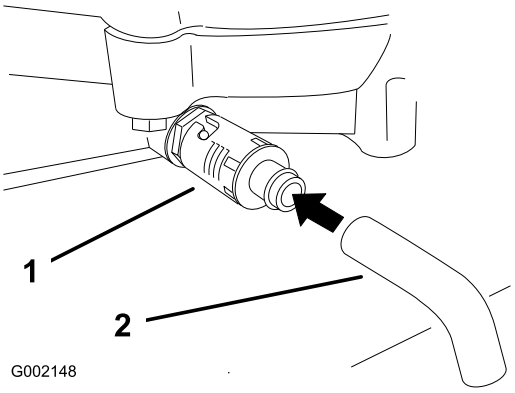

**Figuur 24**
4. Plaats een opvangbak onder de aftapplug. Draai aan de aftapplug om de olie in de bak te laten lopen (Figuur 24).